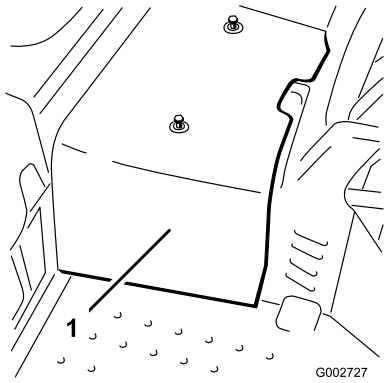

Figur 39
2. Løsn de to skruer, der fastgør den midterste afskærmning til maskinen, og fjern afskærmningen (Figur 39).